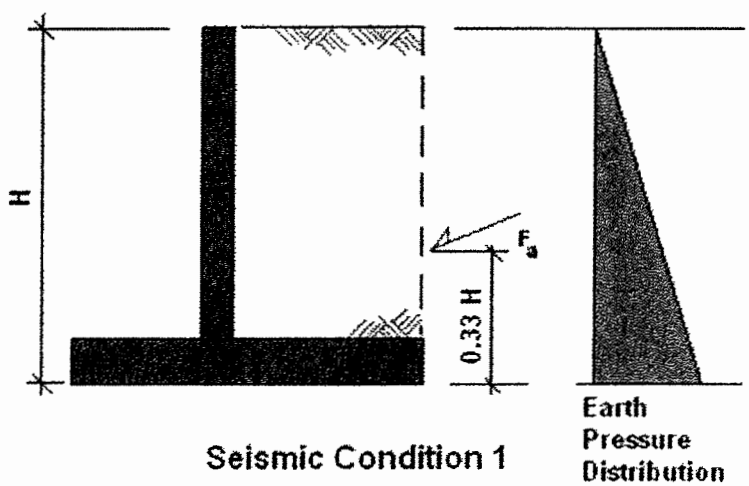

Figure 1
1.3.2.1 EFP of 62 pcf was used with a normal triangular, with increasing pressure toward the bottom of the wall. See Figure 1 and sheet 14 of Appendix 'B' for details.